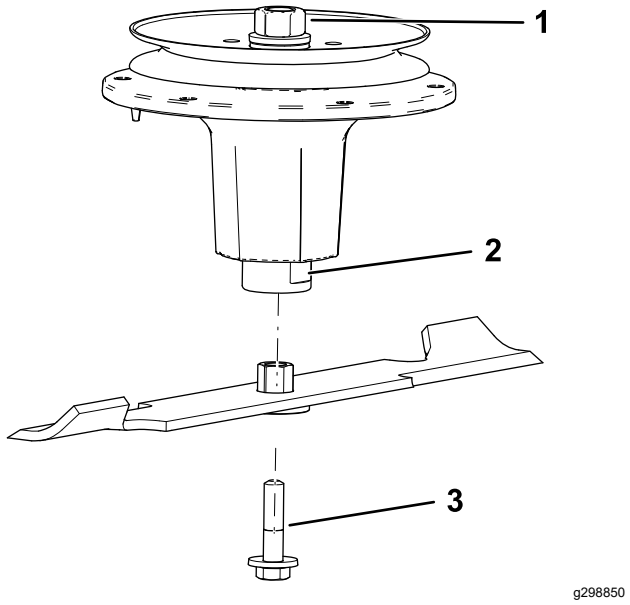

Figure 91
2. Installez l'ensemble douille et lame sur l'axe de pivot (Figure 91).